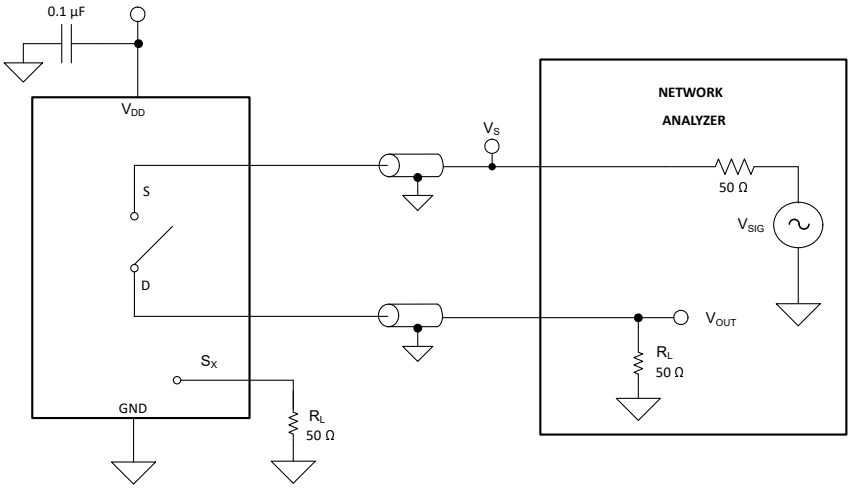

Figure 6-9. Off Isolation Measurement Setup
Off isolation is defined as the ratio of the signal at the drain pin (D) of the device when a signal is applied to the source pin (Sx) of an off-channel. Figure 6-9 shows the setup used to measure, and the equation to compute off isolation.